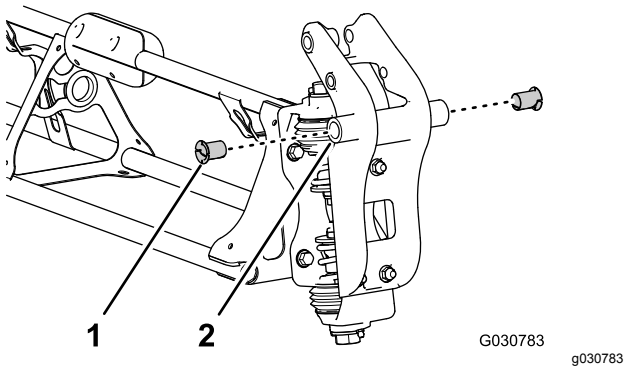

Figur 120
2. Indsæt en nylonflangebøsning i de 31,8 mm huller i hver side af drejefittingen (Figur 120).